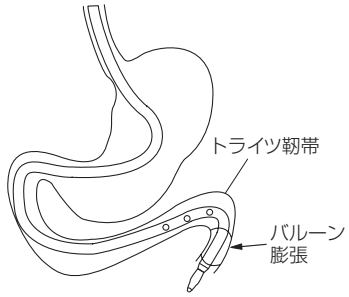

図６
14. バルーンを滅菌蒸留水により膨張させる。注入量は30mL以下とする（**図６**）。